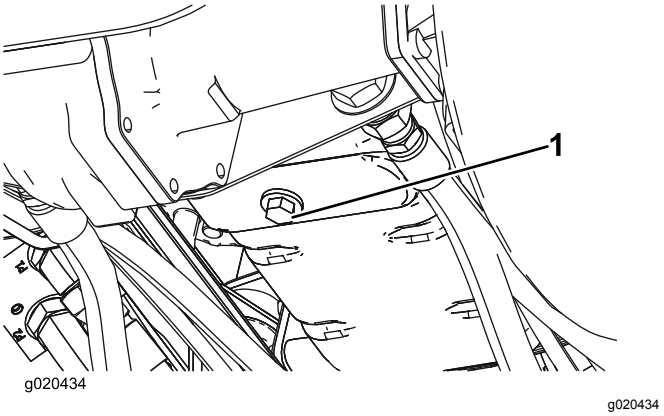

Figuur 75
1. Verwijder de aftapplug (Figuur 75) en laat de olie in een opvangbak lopen. Als alle olie is weggelopen, plaatst u de aftapplug terug.